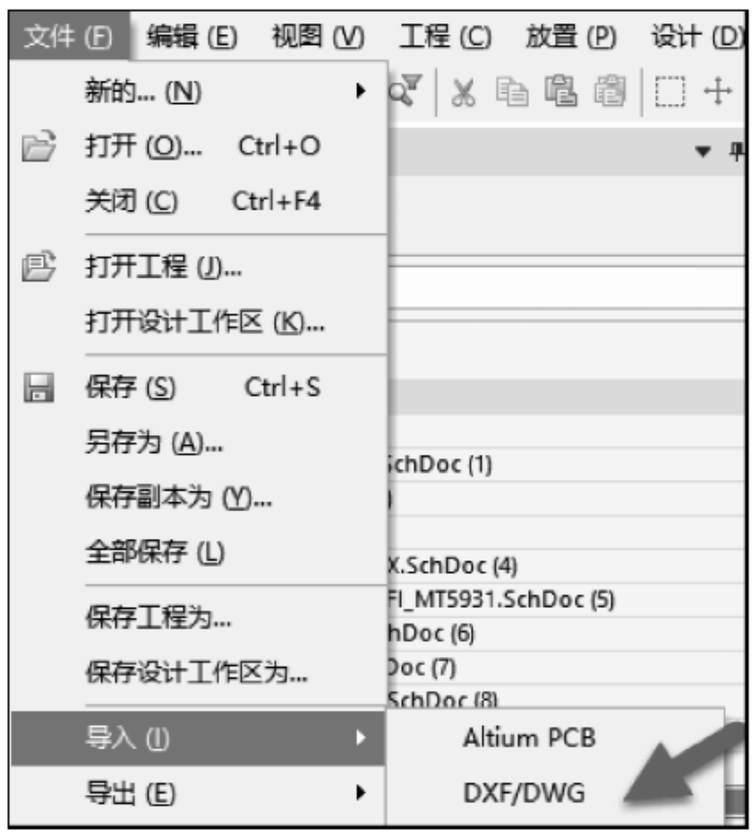

图 7-9 导入命令
(1) 在 PCB 中导入板框。执行菜单栏中“文件”→“导入”→DXF/DWG 命令，如图 7-9 所示。